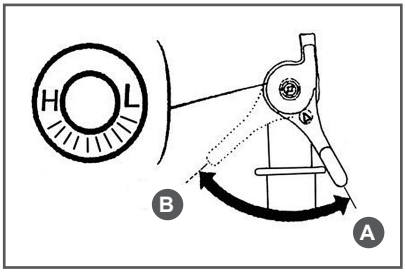

Рис. 26 Положения рычага газа
5. Переведите рычаг газа 6 (Рис. 1) на 1/3 хода в сторону положения максимальных оборотов двигателя (Рис. 26).
5. Переведите рычаг газа в положение «B» максимальных оборотов двигателя (Рис. 26).
7. Для изменения скорости движения мотоблока на каждой передаче пользуйтесь рычагом газа (Рис. 26).
5. Переведите рычаг газа в положение «В» максимальных оборотов двигателя (Рис. 26).